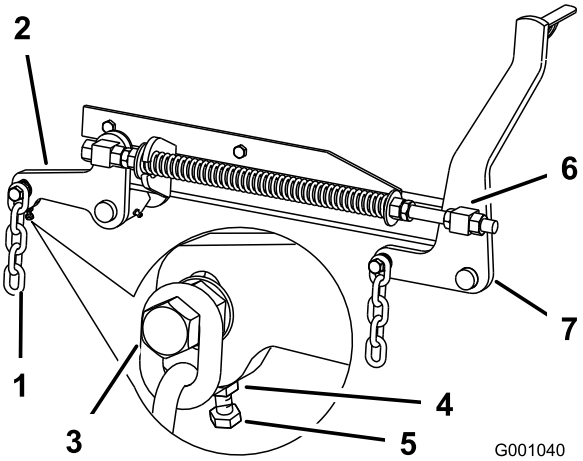

Figuur 84
7. Als de afstanden bij punten **B** of **C** niet correct zijn, maakt u de bout los waarmee de achterste ketting is bevestigd aan de achterste steunarm (Figuur 84).
8. Maak de contramoer onder de achterste steunarm los en draai aan de stelbout totdat de afstand 80 tot 83 mm bedraagt (Figuur 84).
7. Draai de contramoeren op de voorkant van de rechter- en linkerwartel ongeveer 13 mm los (Figuur 84).
8. Draai aan de drukmoeren op de linker- en rechterzijde van de machine totdat de voorkant van het maaimes 6 tot 10 mm lager staat bij **A** dan de achterkant bij **B** (Figuur 84).